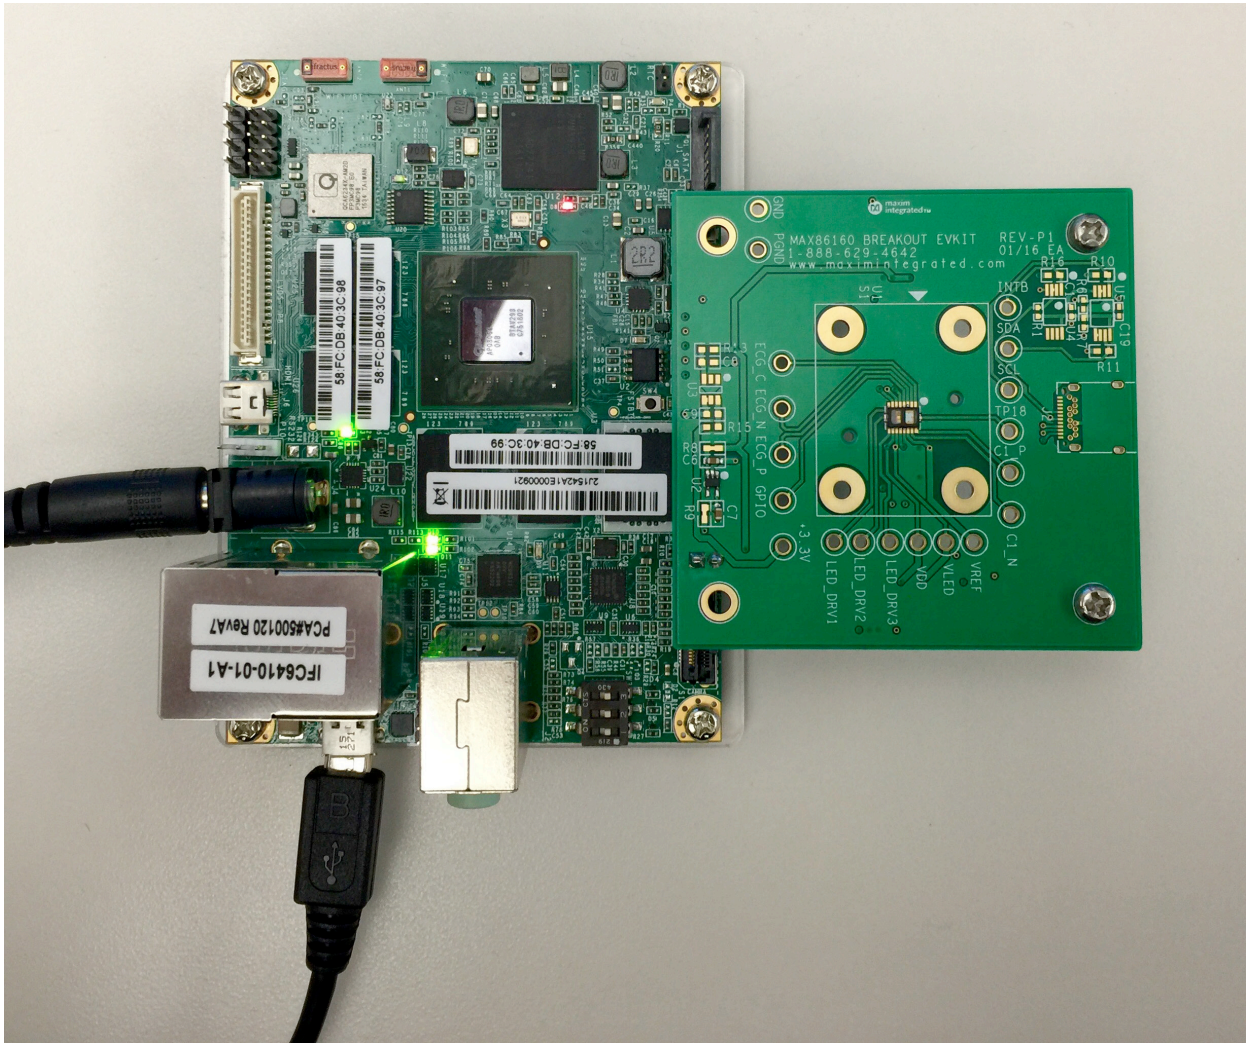

Figure 4. Hardware Setup
3) Connect the MAX86160 Breakout EV Kit (J4 and J5) to IFC6410 main board (P1 and P3), as shown in Figure 4.